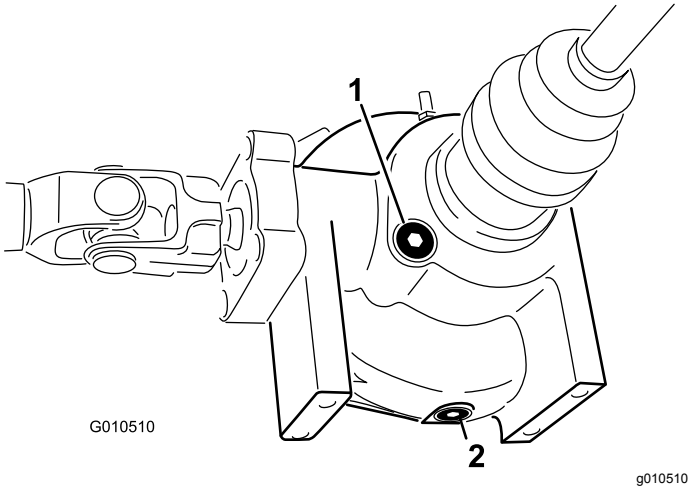

Figuur 22
2. Reinig de omgeving van de vul-/controleplug op de zijkant van het differentieel (Figuur 22).